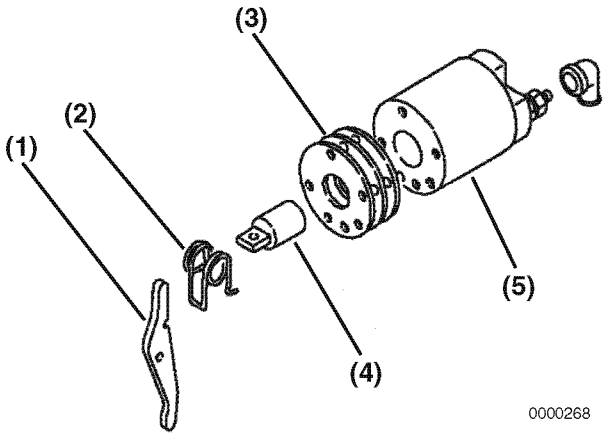

Figure 11-28
4. Apply a small amount of high temperature lithium grease (obtain locally) to the sliding portions of the shift lever **(Figure 11-28, (1))**. Reassemble the torsion spring **(Figure 11-28, (2))**, shift lever and dust cover(s) **(Figure 11-28, (3))**, plunger **(Figure 11-28, 4)** and magnetic switch assembly **(Figure 11-28, (5))**.